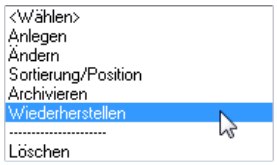

Bild 27.19 – *Bibliothek,* Menüpunkt *Wiederherstellen*
- Klicken Sie im Listenmenü auf *Wiederherstellen* (Abb. 27.19).